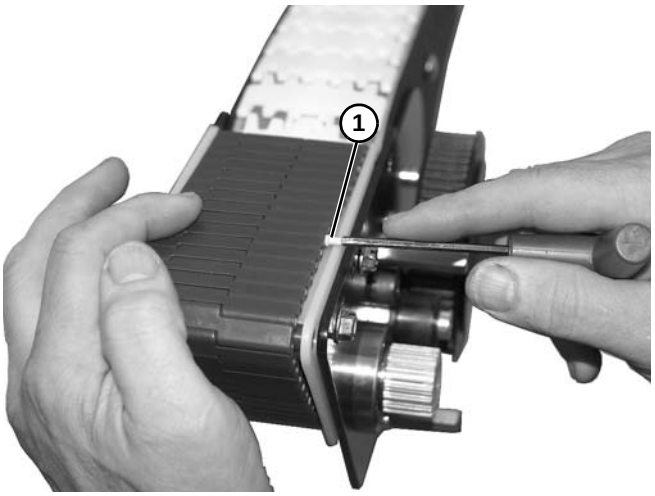

Figure 120
6. Bring ends of belt together and install pin **(Figure 120, item 1)**.